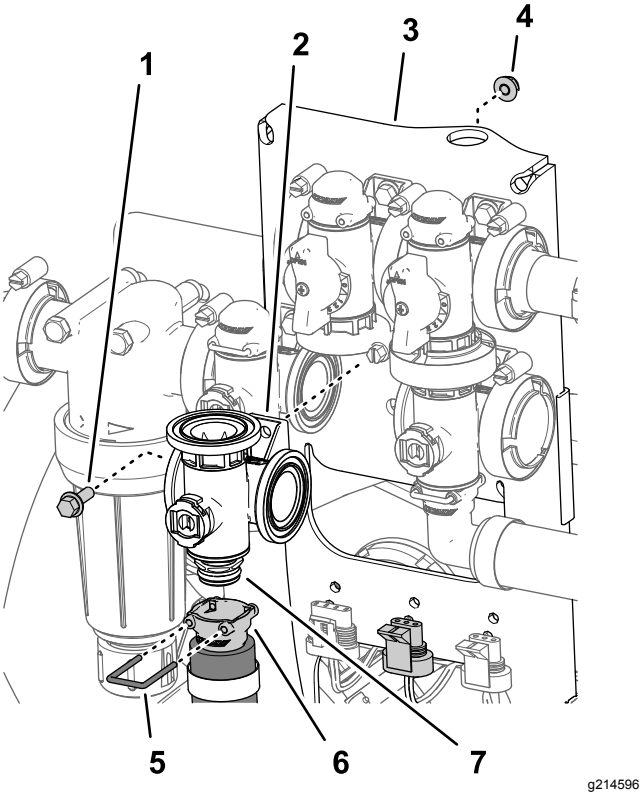

**Figur 116**
2. Fjern holderen som fester hurtigkoblingsnippelen til manifoldhurtigkoblingen for risteventilen (Figur 116).
3. Fjern flenshodebolten (¼ x ¾ tomme) og flenslåsemutteren (¼ tomme) som fester risteventilen til ventilfestet, og fjern ventilmanifolden fra maskinen (Figur 116).